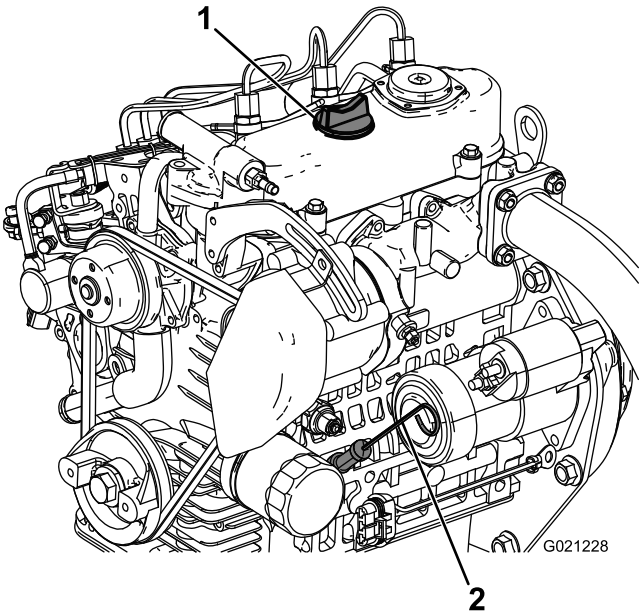

Figur 13
2. Fjern målepinden (Figur 13), og aftør den med en ren klud. Sæt målepinden ned i røret, og sørg for, at den sidder helt i bund. Fjern oliemålepinden, og kontroller oliestanden.
3. Hvis oliestanden er lav, skal påfyldningsdækslet tages af ventildækslet (Figur 13) og tilstrækkeligt olie hældes på til at hæve niveauet til full-mærket på målepinden.